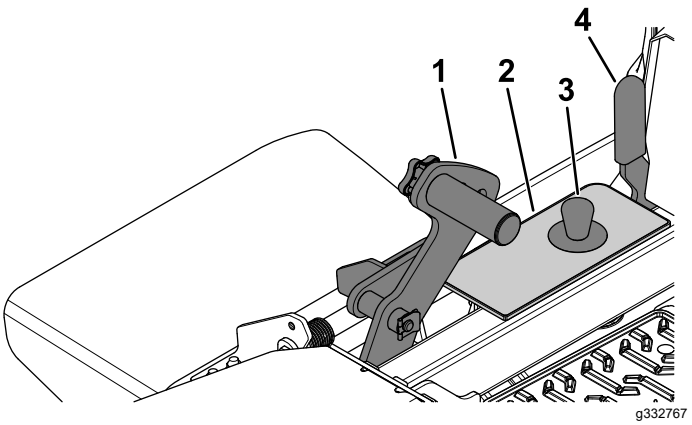

Bild 29
1. Drücken Sie auf das Mähwerkhubpedal ganz nach vorne und heben Sie das Mähwerk in die TRANSPORTstellung an (d. h. die Schnitthöhe von 140 mm), wie in Bild 29 dargestellt.
2. Entfernen Sie den Splint zum Einstellen der Schnitthöhe aus der Schnitthöhenhalterung (Bild 29).
3. Wählen Sie ein Loch in der Schnitthöhenhalterung, das der gewünschten Schnitthöhe entspricht, und stecken Sie den Lastösenbolzen wieder ein (Bild 29).